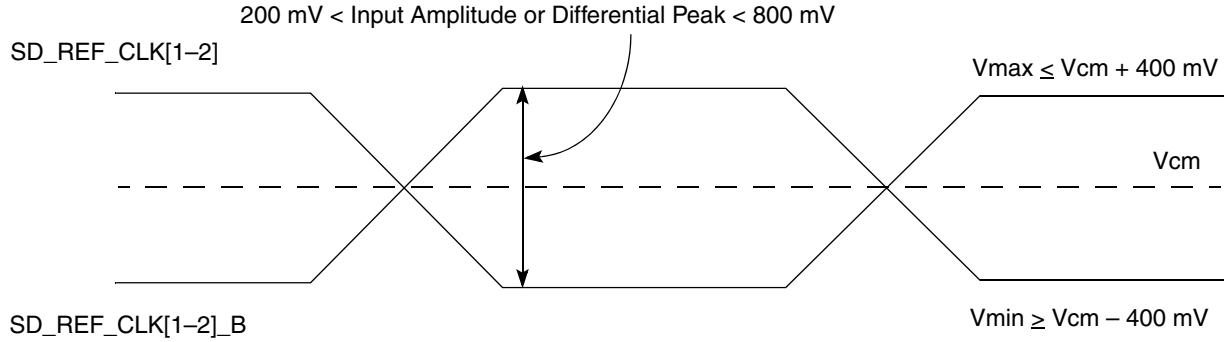

Figure 40. Differential Reference Clock Input DC Requirements (External AC-Coupled)
- — For an external AC-coupled connection, there is no common mode voltage requirement for the clock driver. Because the external AC-coupling capacitor blocks the DC-level, the clock driver and the SerDes reference clock receiver operate in different command mode voltages. The SerDes reference clock receiver in this connection scheme has its common mode voltage set to GND_{SXC}. Each signal wire of the differential inputs is allowed to swing below and above the command mode voltage GND_{SXC}. Figure 40 shows the SerDes reference clock input requirement for AC-coupled connection scheme.